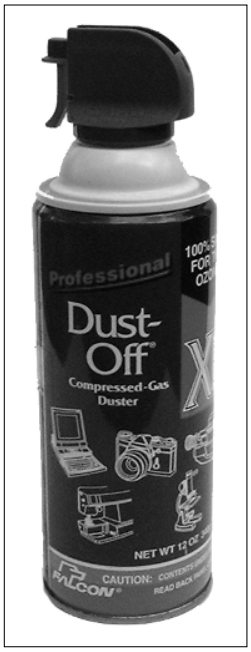

Figure 3-7: Canned air? You bet, and it's great for blowing dust and dirt off delicate electronics.
- **Compressed air:** You can remove dust from delicate electronic innards with a shot of compressed air. You can buy compressed air in cans, such as the one in Figure 3-7.